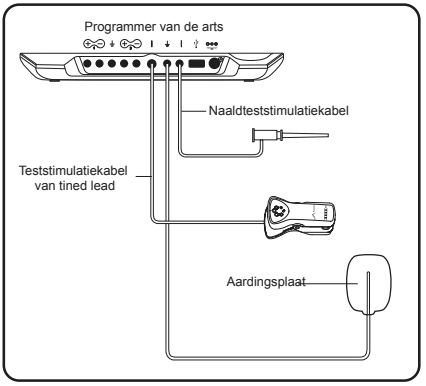

Afbeelding 4. Kabelaansluitingen van de programmer van de arts (de CP) voor de leadimplantatieprocedure.
e. Steek de zwarte stekker in de aarde-aansluiting van de CP (⏚) naast de aansluiting voor de naaldteststimulatiekabel (**afbeelding 4**).
7. Steek de zwarte stekker van de naaldteststimulatiekabel buiten het steriele veld in de CP (**afbeelding 4**). Houd het kabeluiteinde met de klem binnen het steriele veld.
9. Steek de grijze stekker van de teststimulatiekabel van de tined lead buiten het steriele veld in de CP (**afbeelding 4**). Houd het kabeluiteinde met de klem binnen het steriele veld.